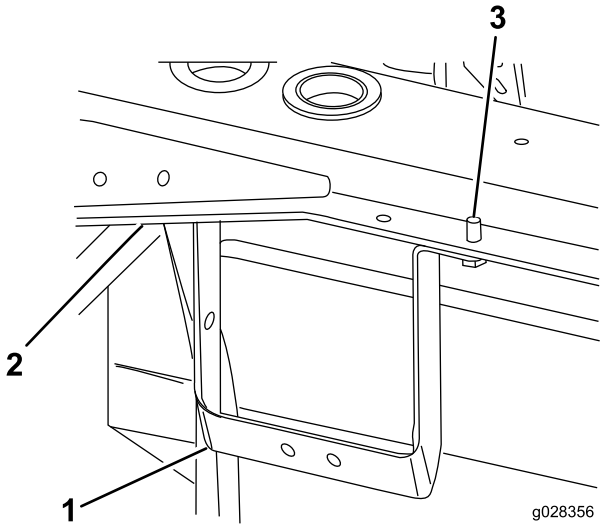

Figur 9
2. Monter skotbeslaget på venstre bagstelmontering med 2 selvskærende skruer (5/16 tomme) (Figur 9).